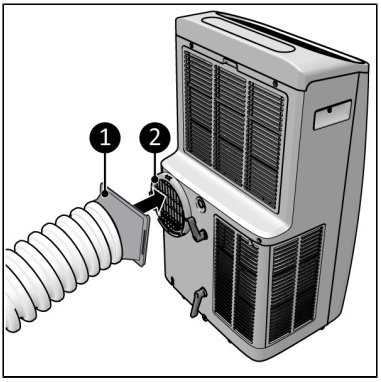

Figure 63.
6. Reliez le raccordement du flexible (Figure 63, pos. 1) à une extrémité du flexible de sortie d'air chaud (Figure 63, pos. 1).